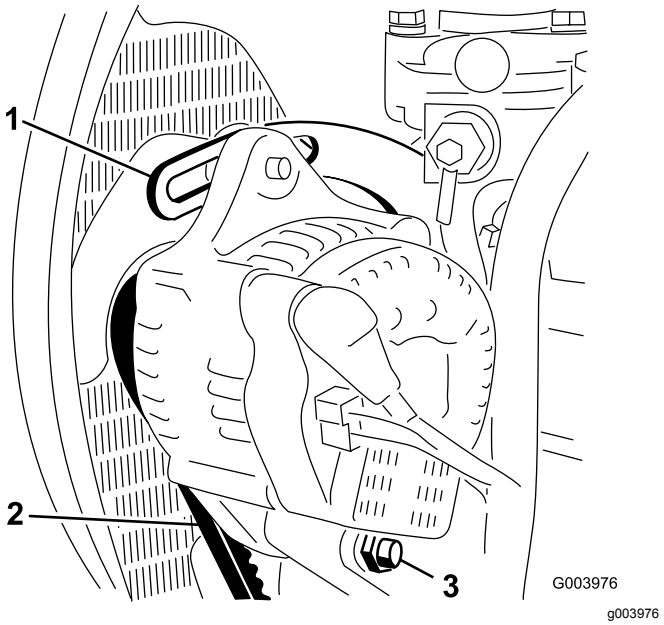

Figur 54
2. Kontrollera generatorremmens spänning genom att trycka ned remmen (Figur 54) mittemellan generatorn och vevaxelskivorna med en kraft på 10 kg.
3. Lossa den bult som håller fast staget på motorn (Figur 54), den bult som håller fast generatorn på staget samt axelbulten.